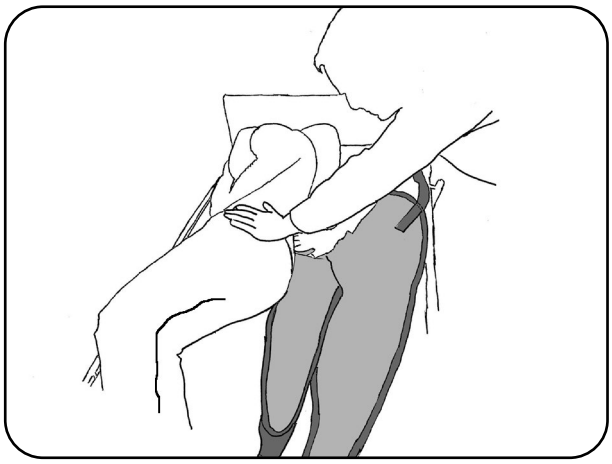

Abb. 9.2.02 - Liftergurt hinter dem Rücken des Patienten positioniert
5. Falten Sie den Liftergurt in der Hälfte zusammen und legen Sie ihn hinter den Rücken des Patienten. Dabei soll die Unterkante in Höhe des Steißbeines des Patienten liegen (Abb. 9.2.02).